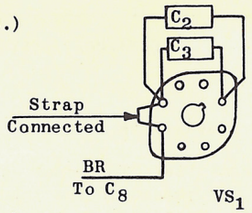

FIGURE 2.
B. Changes in VT_1 Circuit of AM-141 (WD-158 and Figure 2.)
(1) Connect C_2 and C_3 to cathode and suppressor terminal VT_1.
(2) Disconnect brown wire from VT_2 cathode, remove from cable, and connect to cathode and suppressor VT_1.